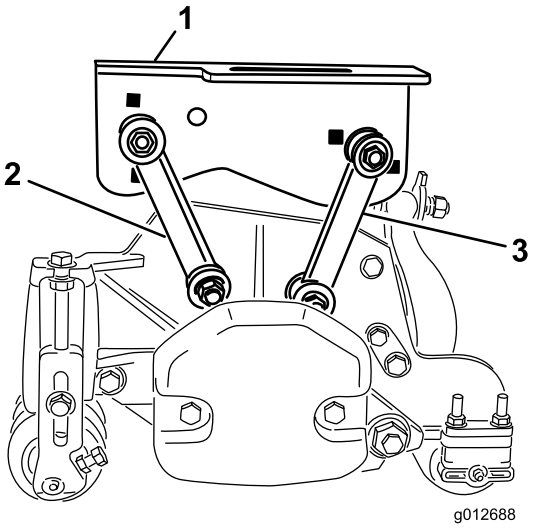

Figuur 17
- Bevestig de voorste montagekoppelingen in de openingen van het middelste draagframe met een bout (3/8 x 2-1/4 inch), 2 platte ringen en een borgmoer, zoals getoond in Figuur 17. Plaats tijdens het monteren een ring aan beide zijden van de koppeling. Draai het bevestigingsmateriaal vast tot 42 Nm.
- Bevestig de achterste montagekoppelingen in de openingen van het middelste draagframe met een bout (3/8 x 2-1/4 inch), 2 platte ringen en een borgmoer, zoals getoond in Figuur 17. Plaats tijdens het monteren een ring aan beide zijden van de koppeling. Draai het bevestigingsmateriaal vast tot 42 Nm.